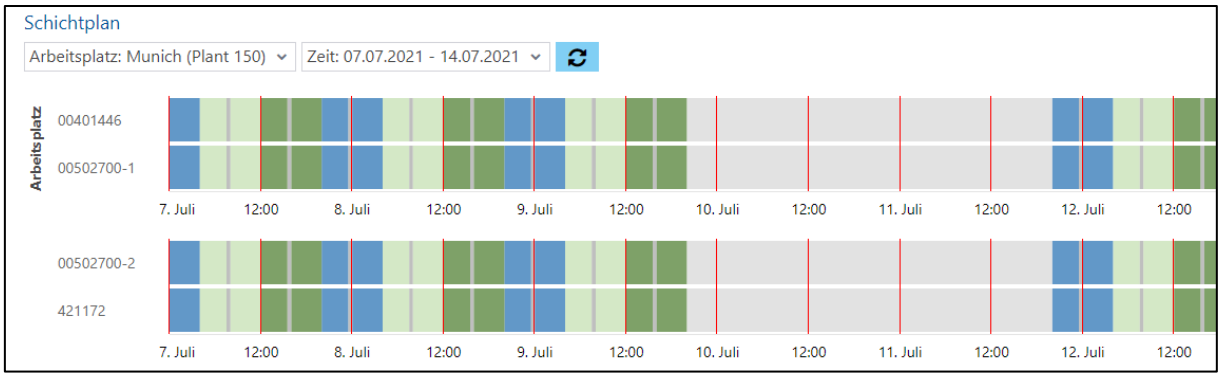

**Bild 153: Schichtübersicht als Gantt Diagramm**
- Schichtübersicht als Gantt Diagramm (Bild 153):